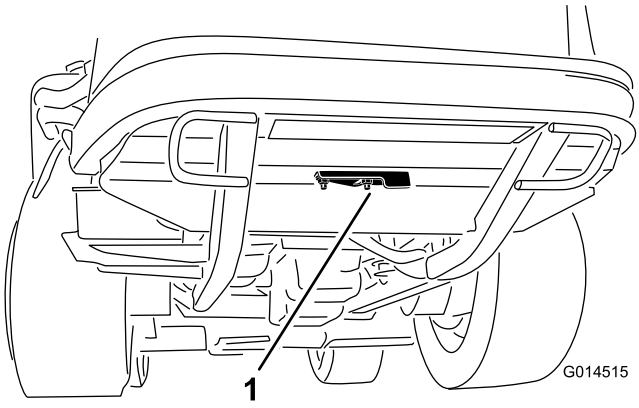

Figuur 54
2. Draai de flensmoer los die het reinigingsdeksel aan de onderkant van het achterframe houdt (Figuur 54). Draai het deksel naar de zijkant zodat het reinigingsgat in het frame zichtbaar is.